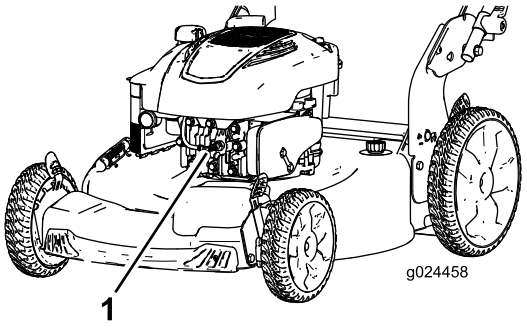

Rysunek 20
2. Przed wykonaniem którejkolwiek z procedur konserwacyjnych odłącz kabel świecy zapłonowej od świecy (Rysunek 20).